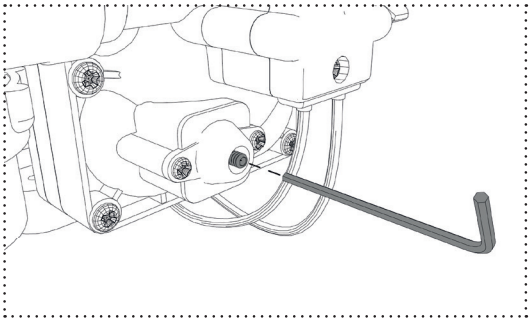

Abb. 11: Bypass Einstellung
1. Drehen Sie die Schraube gegen den Uhrzeigersinn ganz heraus (Abb. 11).